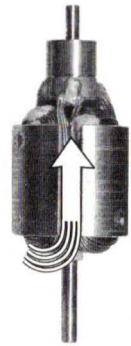

fig. 31c *Winds refer to the number of strands of wire wrapped around the armature, and determines the placement of your power band.*
• Then choose the type of wind, **fig. 31c.** "Winds" of "Double," "Triple" or "Quad" refers to the number of strands of wire wound around the armature, double being two strands, triple being three, quad being four, and quint being five. The type of wind is for fine tuning your motor's power band. In general, the winds with fewer wires give the impression of kick-starting your wheels, while the winds with more wires will bring you up to top end speed more slowly.